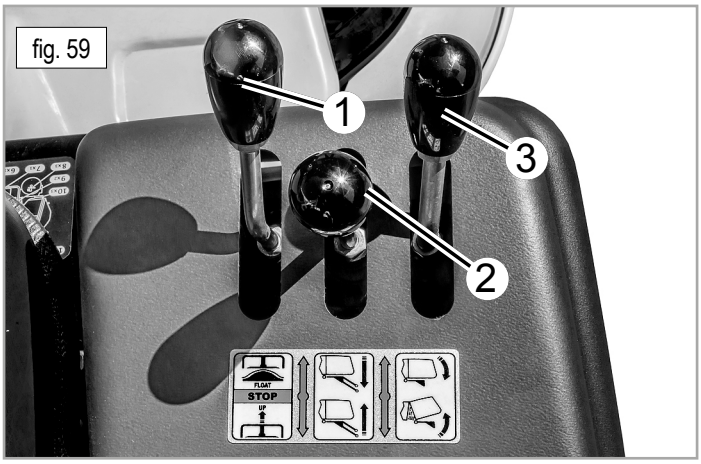

fig. 59
Avant d'effectuer l'opération suivante, soulevez le plateau de coupe en actionnant le levier du distributeur (fig. 59/1), puis coupez le moteur et serrez le frein de stationnement.
Le distributeur hydraulique à levier (fig. 59) fonctionne à une pression maximale d'environ 140 bars
1. Abaissez le plateau de coupe en déplaçant le levier du distributeur en position FLOAT (fig.59/1).